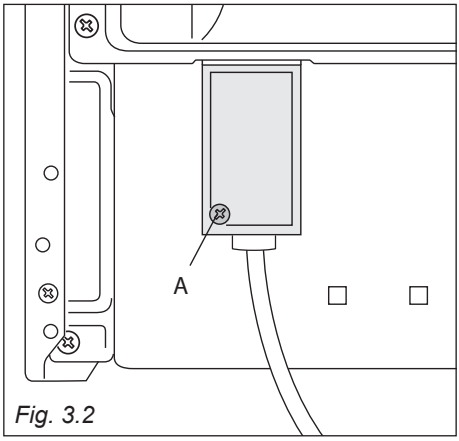

Fig. 3.2
- Remove the screw securing the cover “**A**” on the rear of the cooker (fig. 3.2).